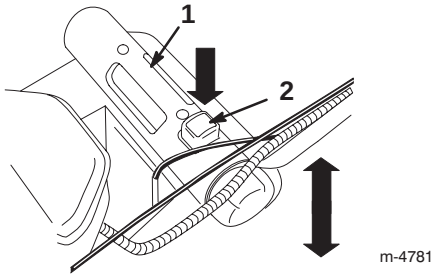

Figur 12
2. Tryck ner den röda knappen och håll i justeringshandtaget för klipphöjd för att flytta klipphöjden upp eller ner (figur 12).